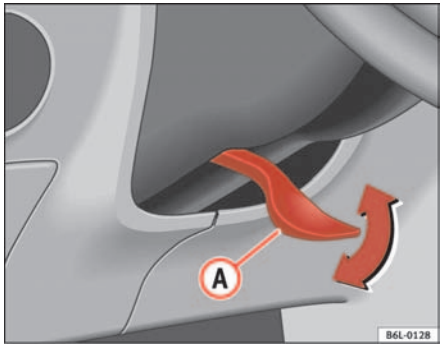

Fig. 92 Adjusting the steering wheel position
– Push the lever under the steering column ⇒ fig. 92 down ⇒ ⚠.